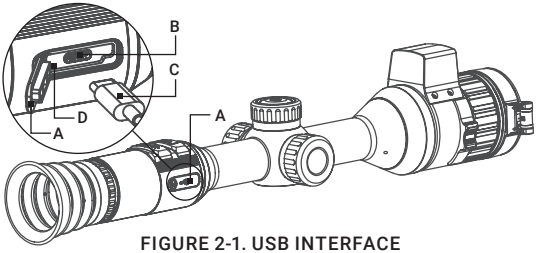

FIGURE 2-1. USB INTERFACE
1. Open the USB interface cover (Figure 2-1, A).
2. Connect the power adapter to the scope's interface port (B) using the USB cable (C).
3. Plug in the power adapter and charge the device. Icon in the FOV of scope indicates the charging process. The green icon means the battery is fully charged. The color LED (D) near USB port indicates the charging status. Charge the device for more than 6 hours before first use.